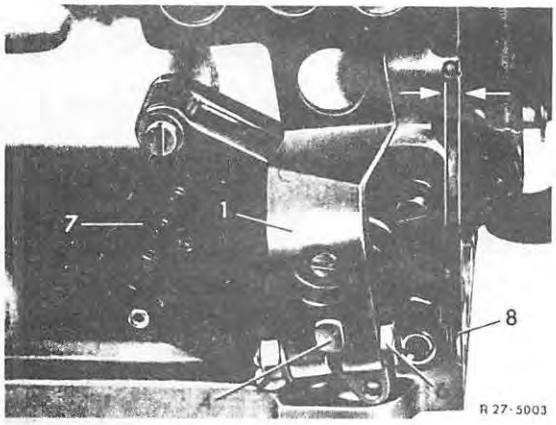

Figure 1
2. Unscrew starter lock-out switch (7) from the transmission.
3. File down the lug (8) on the side of the starter lock-out switch until the lug width is 2 mm (measurement a) (figure 1).